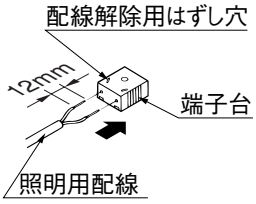

図5-2　B部詳細
❹照明用配線を本体の上まで出して端子台に接続してください。(図5-2参照)
❺❷でゆるめた小ネジにソケット台のダルマ孔を合わせ、小ネジ2本でソケット台を取付けてください。